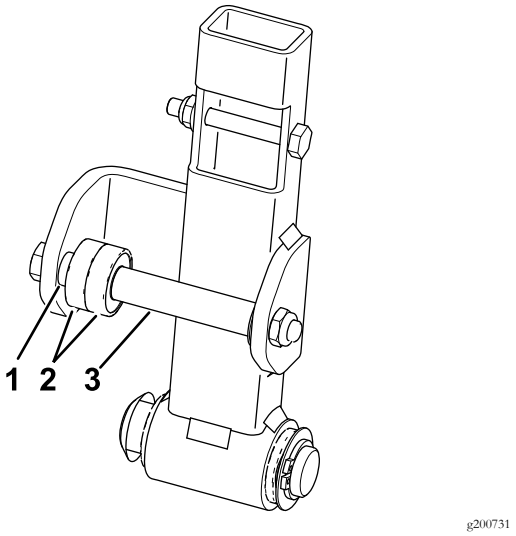

Figura 3
6. Retire los cojinetes y los espaciadores existentes del brazo de punto muerto (Figura 3).
7. Instale los cojinetes y espaciadores nuevos (Figura 3).